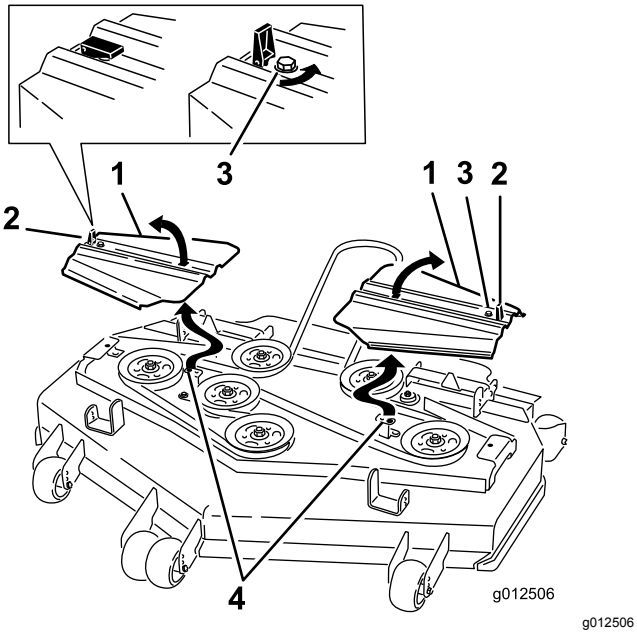

Figur 70
14. Monter remafskærmningerne, så tapperne går ned i rillerne. Isæt skruerne, og luk låsene (Figur 70).